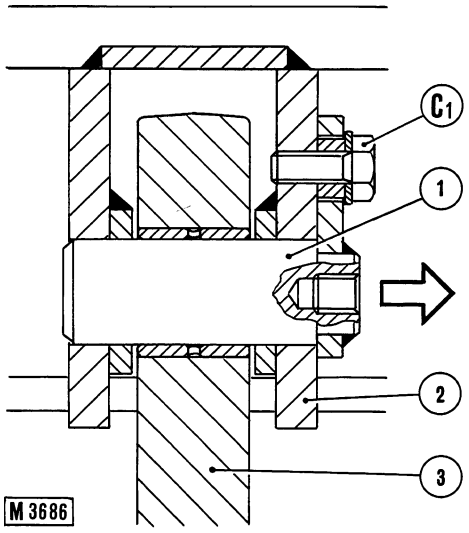

Fig. 15-34 - Removing pusher hinge pin.
Loosen screw (C1, fig. 15-34) retaining pin (1).
Using universal slide hammer puller 75297340 (with adapter 75297342) remove pin (1) from the inside of the machine as arrowed (fig. 15-34).